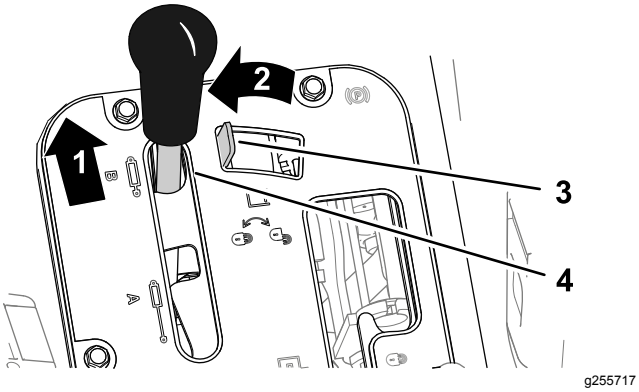
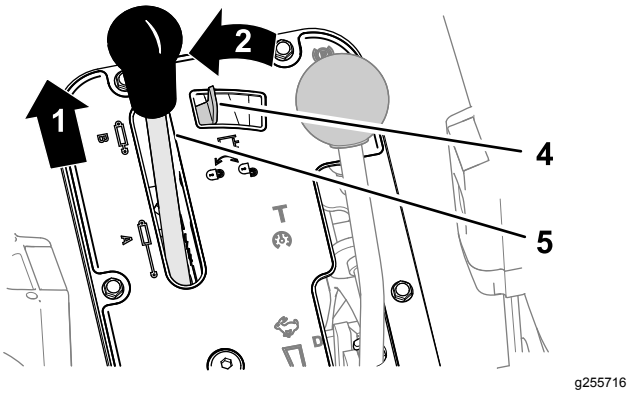

Figur 70
Figur 71
1. Skjut den hydrauliska lyftspaken framåt (Figur 70 eller Figur 71).
2. För det hydrauliska lyftlåset åt vänster för att koppla in låset (Figur 70 eller Figur 71).